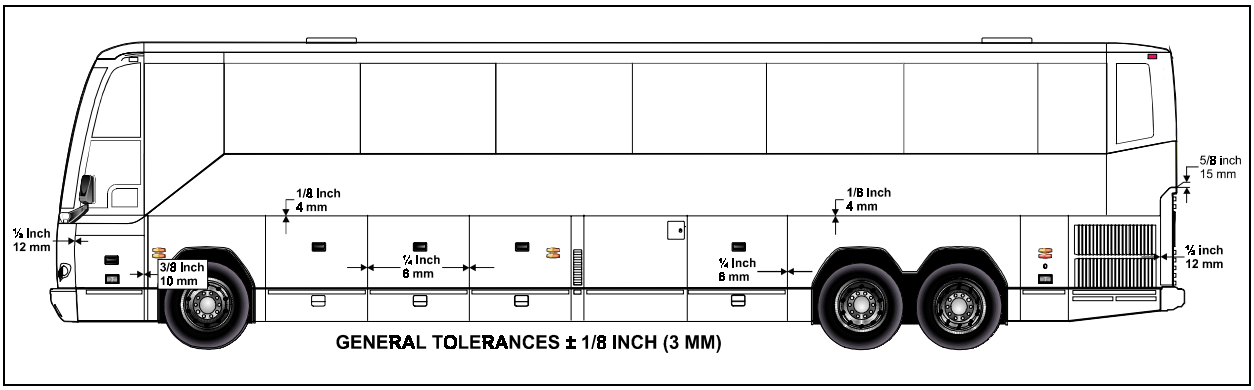

FIGURE 40: BODY PANEL SPACING 18496
Unless otherwise noted, body panels and doors should be aligned and centered with surrounding panels. In general, a gap of ¼ inch (6 mm) is desirable between panels. Refer to figure 40 for specified gaps.
3. Adjust the door position depending on the gap needed between exterior finishing panels (Fig. 40).